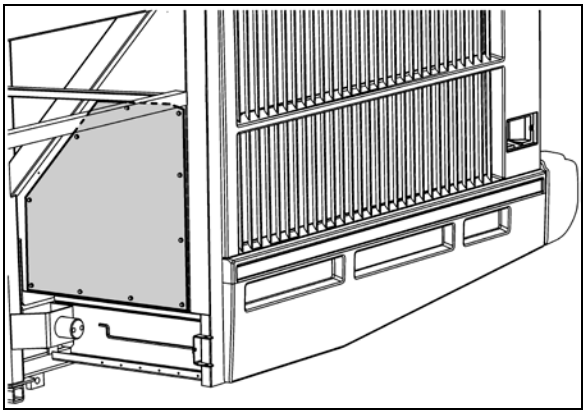

**FIGURE 22: ACCESS PANEL BEHIND TAG AXLE WHEEL**
7. Unfasten cap screws and remove access panel located behind tag axle L.H. side wheel (refer to Figure 22).